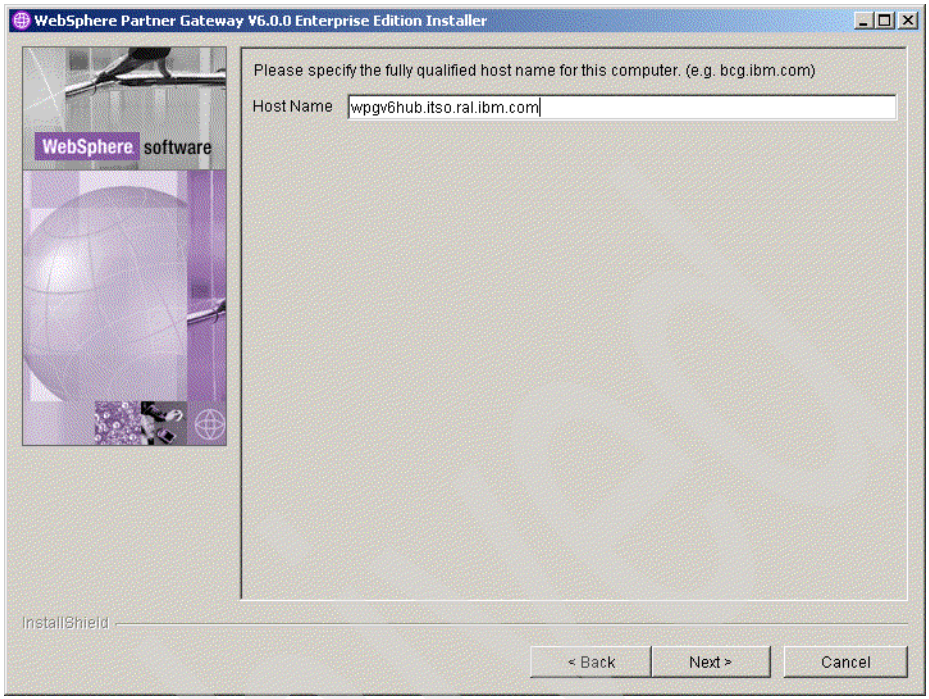

Figure 5-29 Specify hostname
6. Specify the host name of the computer. Our hostname is: `WPGV6HUB.itso.ral.ibm.com`. Click **Next.** See Figure 5-29 on page 89.